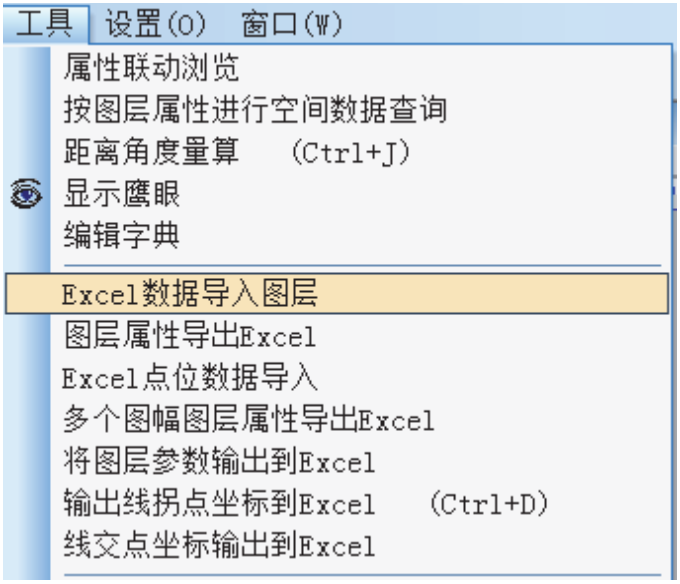

图 4-7
4. 选择菜单“工具”→“Excel 数据导入图层”（见图 4-7）；